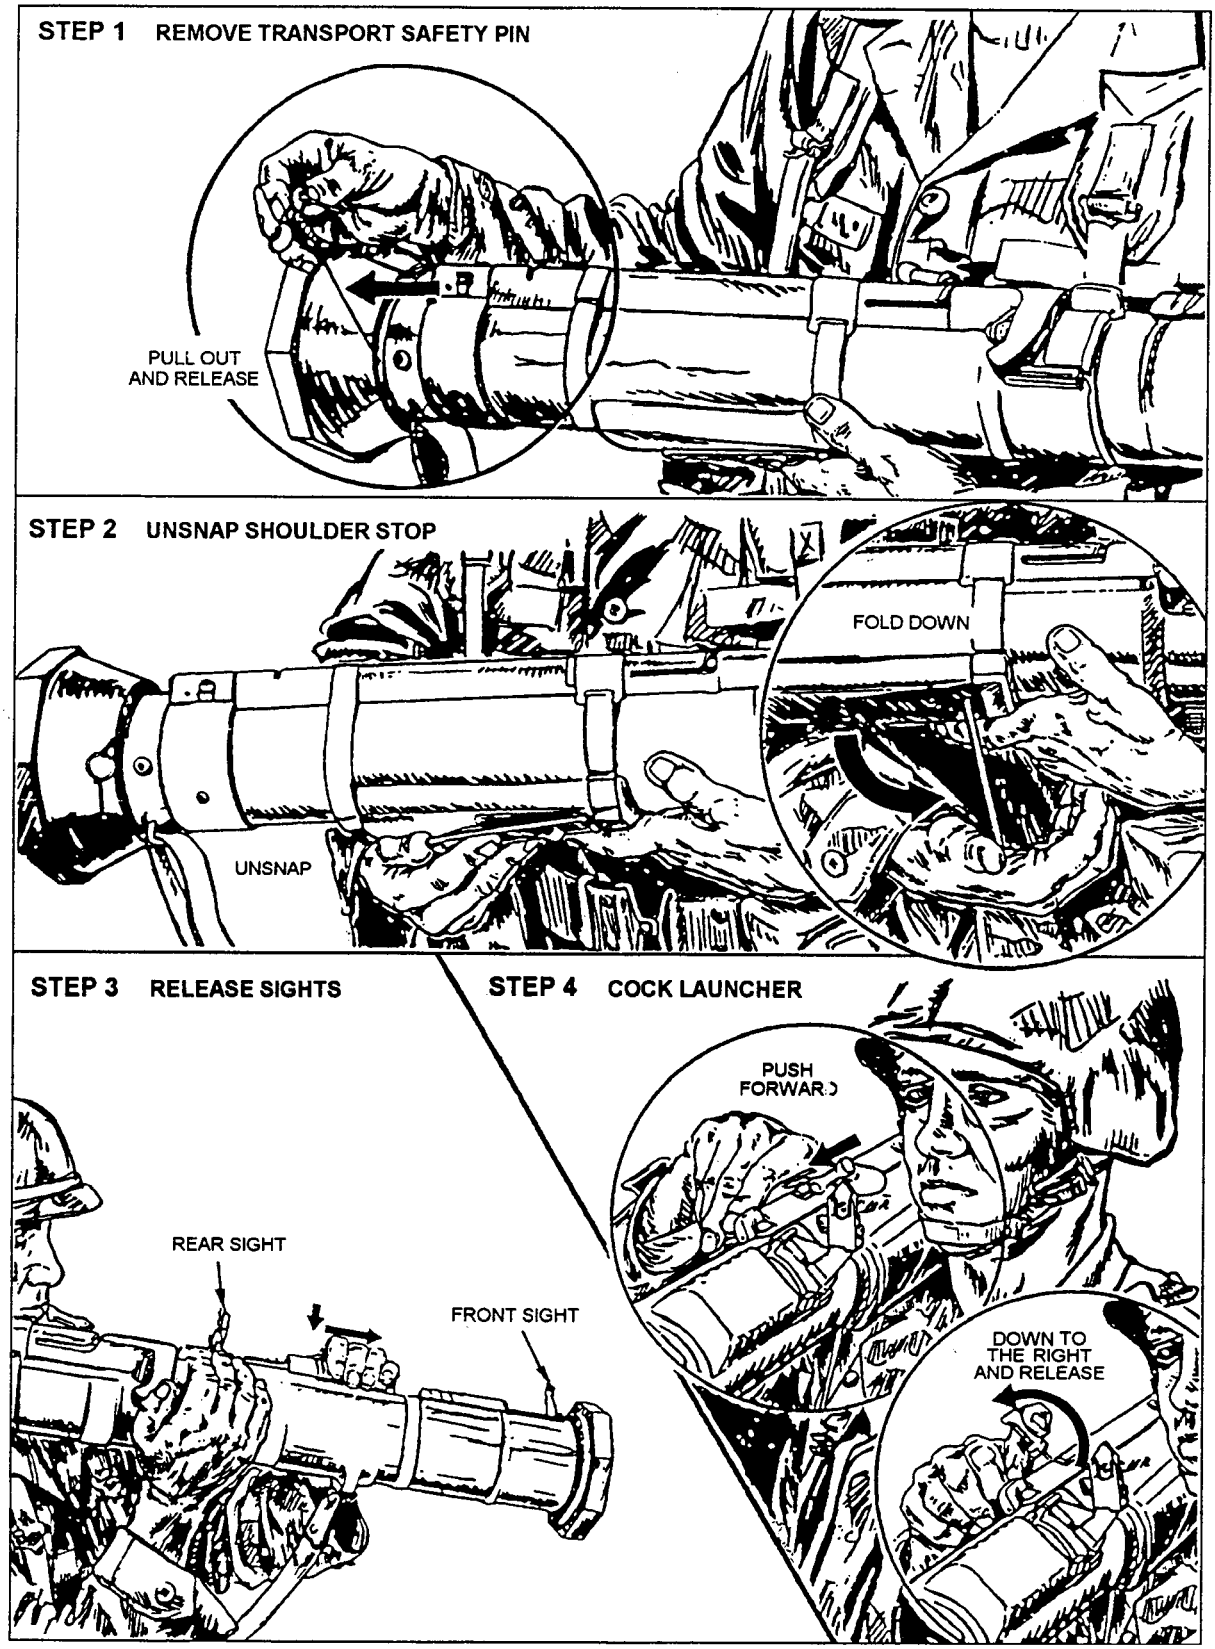

Figure 14-31.—Preparation for immediate firing.
• Remove the transport safety pin by pulling it out with your right hand and releasing it (Step 1, fig. 14-31).
• Unsnap the shoulder stop and unfold it (Step 2, fig. 14-31).
• Release the sights. Release the front sight by pressing down on the sight cover and sliding the cover to the rear. Release the rear sight by pressing down on the rear sight cover and sliding the cover to the front. Each sight pops up after release procedures (Step 3, fig. 14-31).
• Cock the launcher (Step 4, fig. 14-31) by unfolding the cocking lever with your right hand. Place your thumb under the cocking lever and, with the support of your fingers in front of the firing mechanism, push the cocking lever forward and then downward to the right. Let the cocking lever slide back